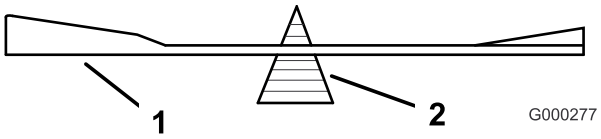
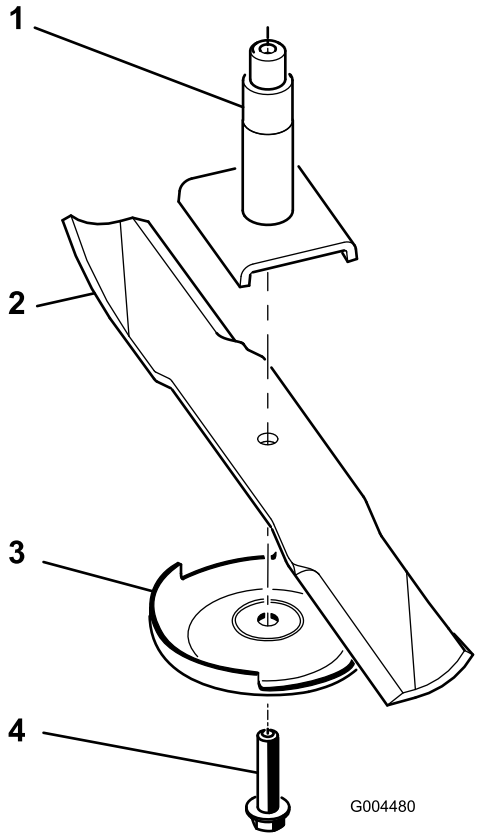

**Figur 68**
**Figur 69**
2. Fjern knivbolten, antiskalperingspladen og skærekniven fra spindelakslen (Figur 69).
2. Kontroller skæreknivens balance ved at placere den på en afbalanceringsenhed (Figur 68). Hvis skærekniven forbliver i en vandret position, er skærekniven afbalanceret og kan benyttes. Hvis skærekniven ikke er afbalanceret, skal der slibes lidt mere metal af enden af sejlområdet (Figur 69). Gentag denne procedure, indtil skærekniven er afbalanceret.
1. Monter skærekniven på spindelakslen (Figur 69).
2. Monter antiskalperingspladen og knivbolten (Figur 69).